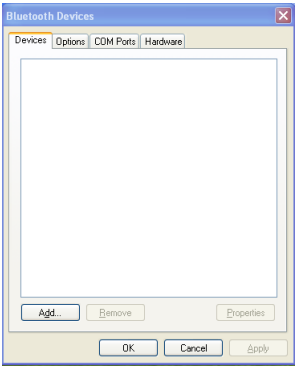

Figure 7
3) Double click the icon, it will pop up a dialogue box as shown in **Figure 7**.